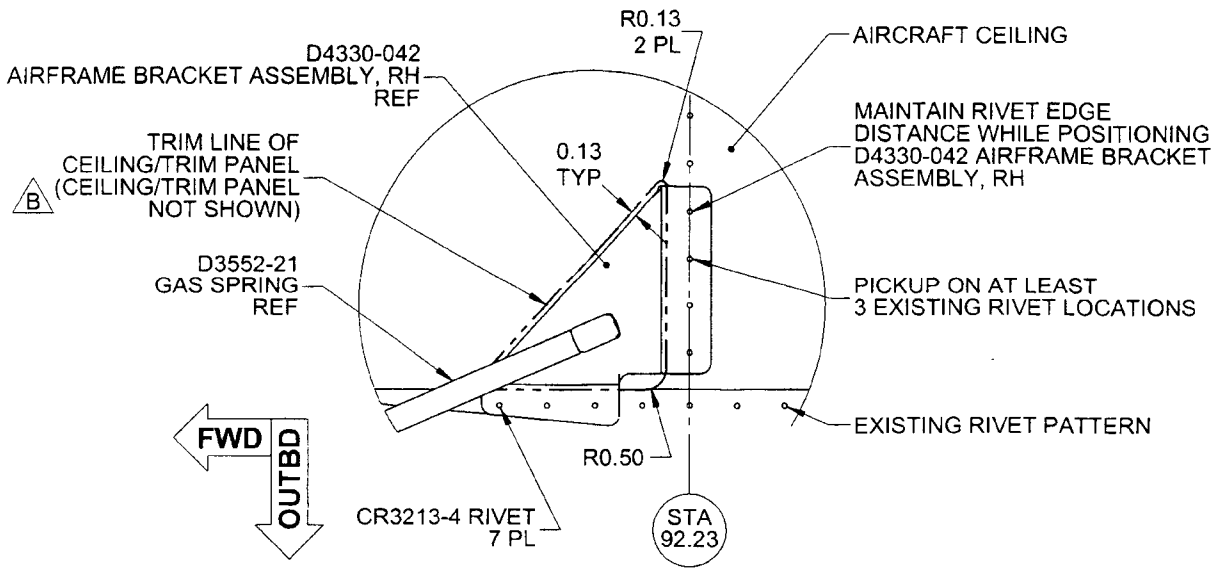
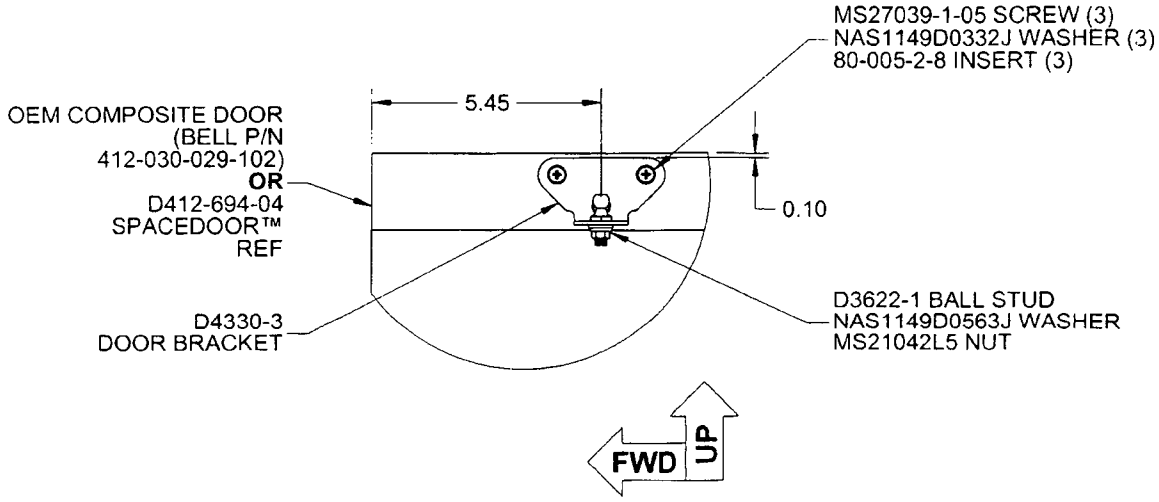

FIGURE 3: LOCATION OF D4330-042 AIRFRAME BRACKET ASSEMBLY
FIGURE 6: LOCATION OF D4330-3 DOOR BRACKET (OEM COMPOSITE DOOR AND DART SPACEDOOR™)
8. Locate D4330-042 Airframe Bracket Assembly, RH on the aircraft ceiling per Figure 3. Transfer drill #30 (∅0.129") holes from the ceiling to D4330-042. Deburr holes.
11. Apply a thin layer of Proseal 890 (or equivalent) to faying surface of the D4330-042/-3 brackets. Install the D4330-042 Airframe Bracket Assembly, RH using CR3213-4 rivets as shown in Figure 3. Install D4330-3 Door Bracket using hardware as shown in Figure 6.
12. Pre-install the ceiling or trim panels that were removed in Step 1 and transfer mark contour of D4330-041 or -042 as shown in Figure 3 (SHT 6). Remove ceiling or trim panels and perform cutout to clear D4330-041 or -042. Touch-up finish of ceiling or trim panels cutout area in accordance with aircraft maintenance manual and re-install any ceiling or trim panels.
9. Locate D4330-3 Door Bracket on the Spacedoor™ per Figure 6. Using Figure 7 as a guide for the approximate locations of the mounting holes, drill 3x #7 (∅0.201") holes in D4330-3 and the inner door skin. Enlarge holes in Spacedoor™ inner skin to 9/16" (∅0.5625").
13. Install a D3622-1 Ball Stud on the D4330-3 Door Bracket using hardware specified in Figure 6.